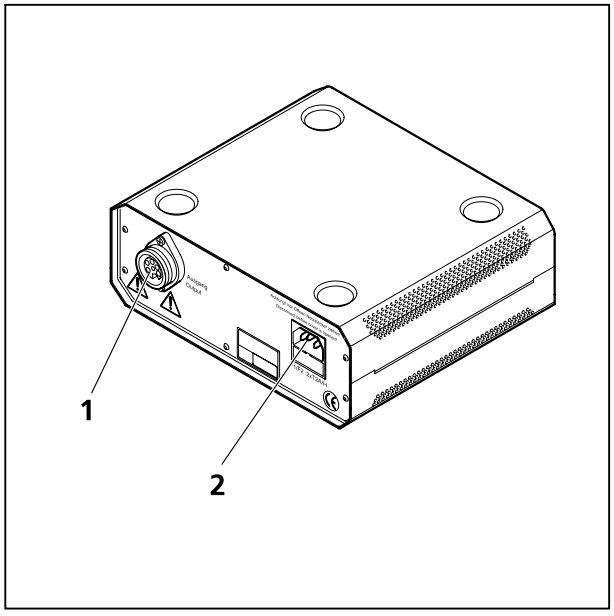

Bild 3-36 Vorschaltgerät HBO 100 W
- Mehrpoligen Leuchtenstecker der Leuchte HBO 100 mit Geräteanschluss (Bild 3-36/**1**) des Vorschaltgerätes HBO 100 W verbinden und mittels Überwurfring sichern.
- Netzkabel zuerst an Netzanschluss (Bild 3-36/**2**) des Vorschaltgerätes HBO 100 W anschließen und danach Netzstecker in Netzsteckdose einführen.